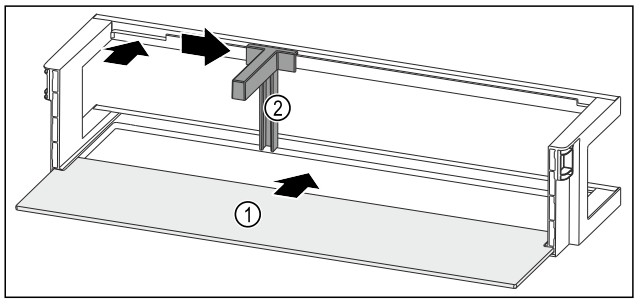

Fig. 169 Raft montat pe ușă cu raft
▶ Împingeți în interior raftul *Fig. 169 (1)* în degajările laterale.
▶ Introduceți suportul pentru sticle *Fig. 169 (2)* în degajare.
▶ Împingeți în lateral suportul pentru sticle *Fig. 169 (2)* în poziția dorită.